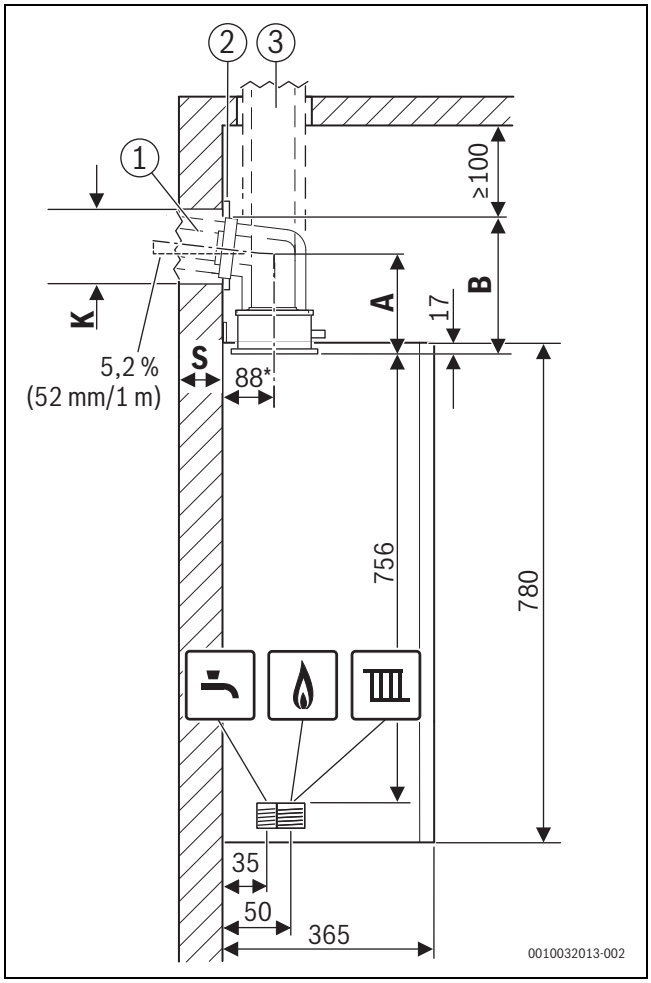

Fig. 2 Vue latérale (mm)
- – Le cas échéant, ajouter la dimension du cache ([2] dans la fig. 2).